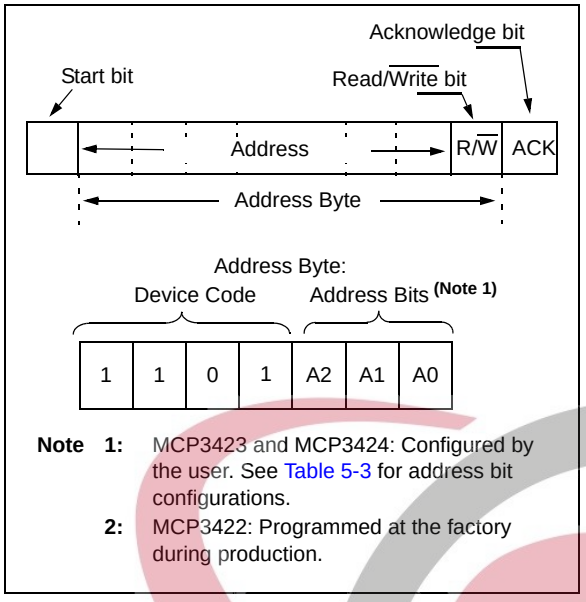
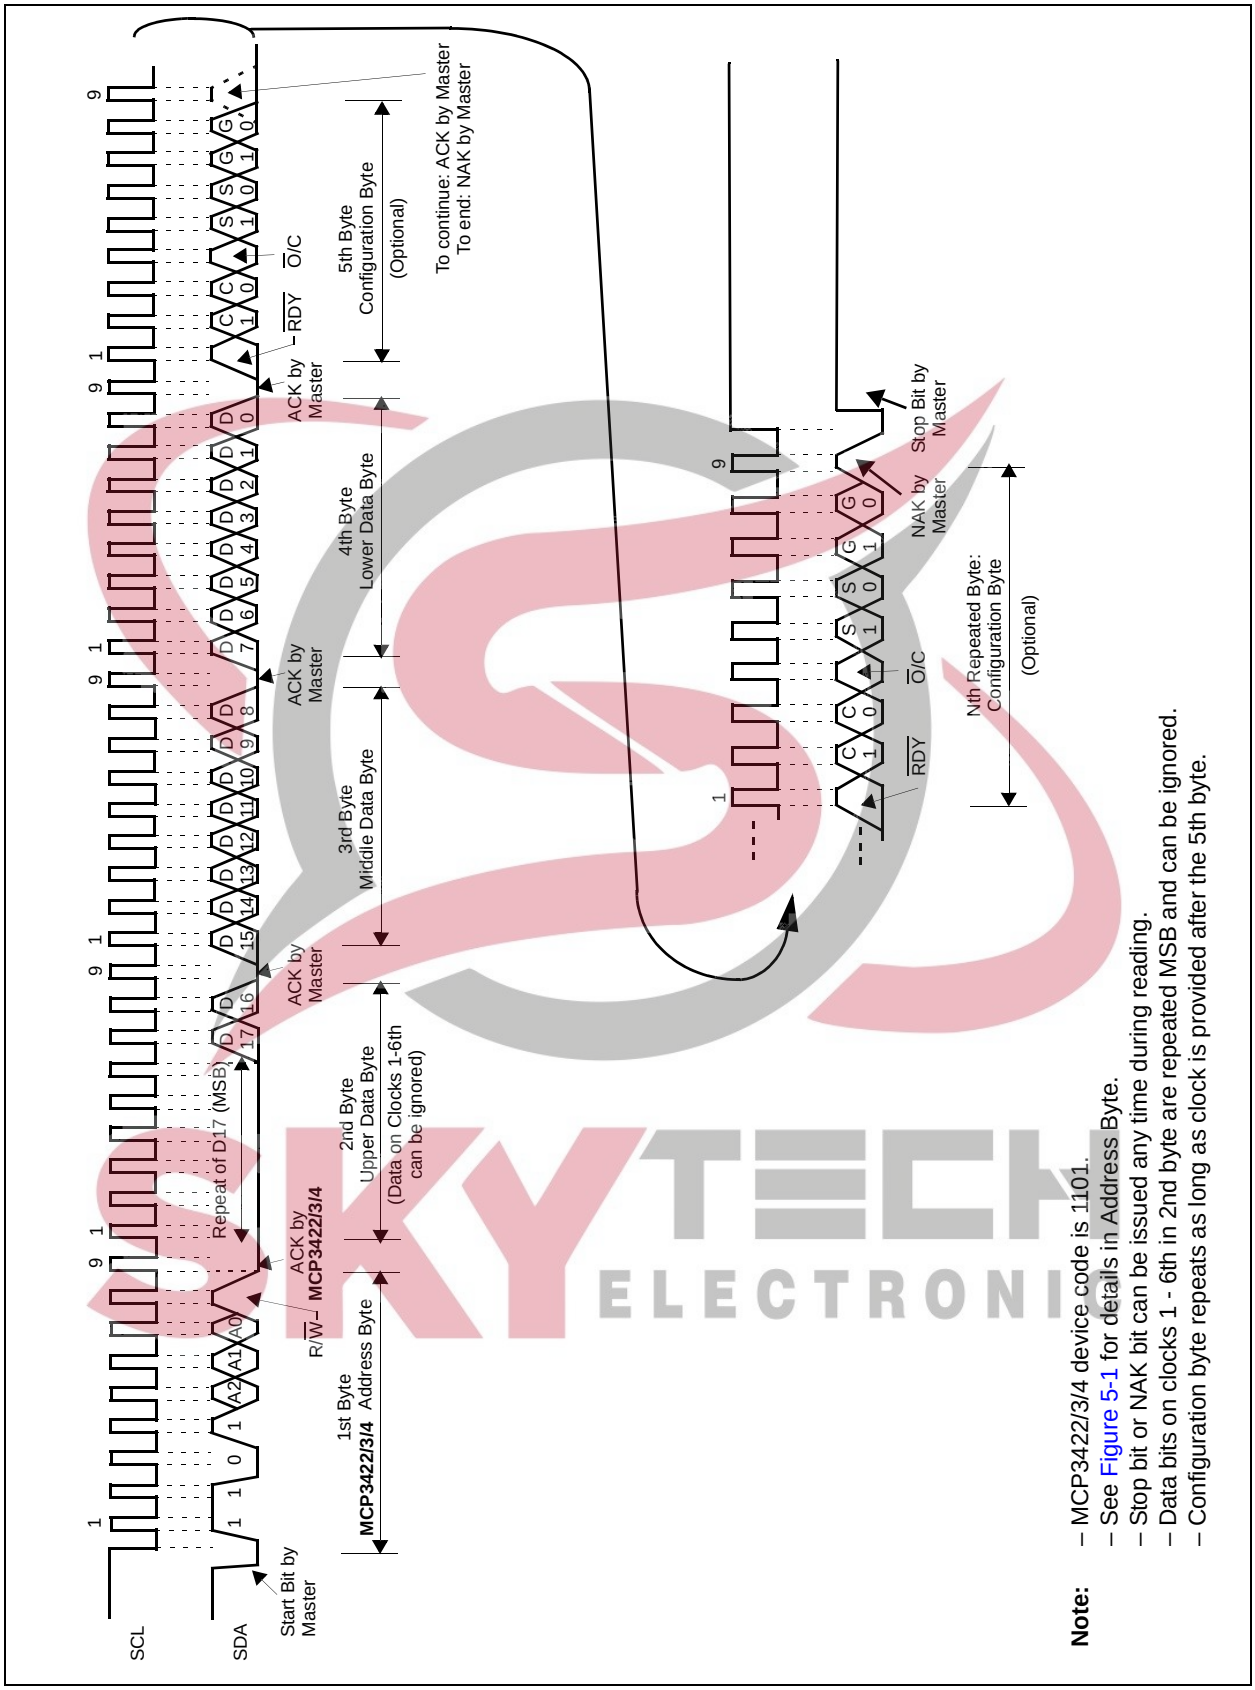
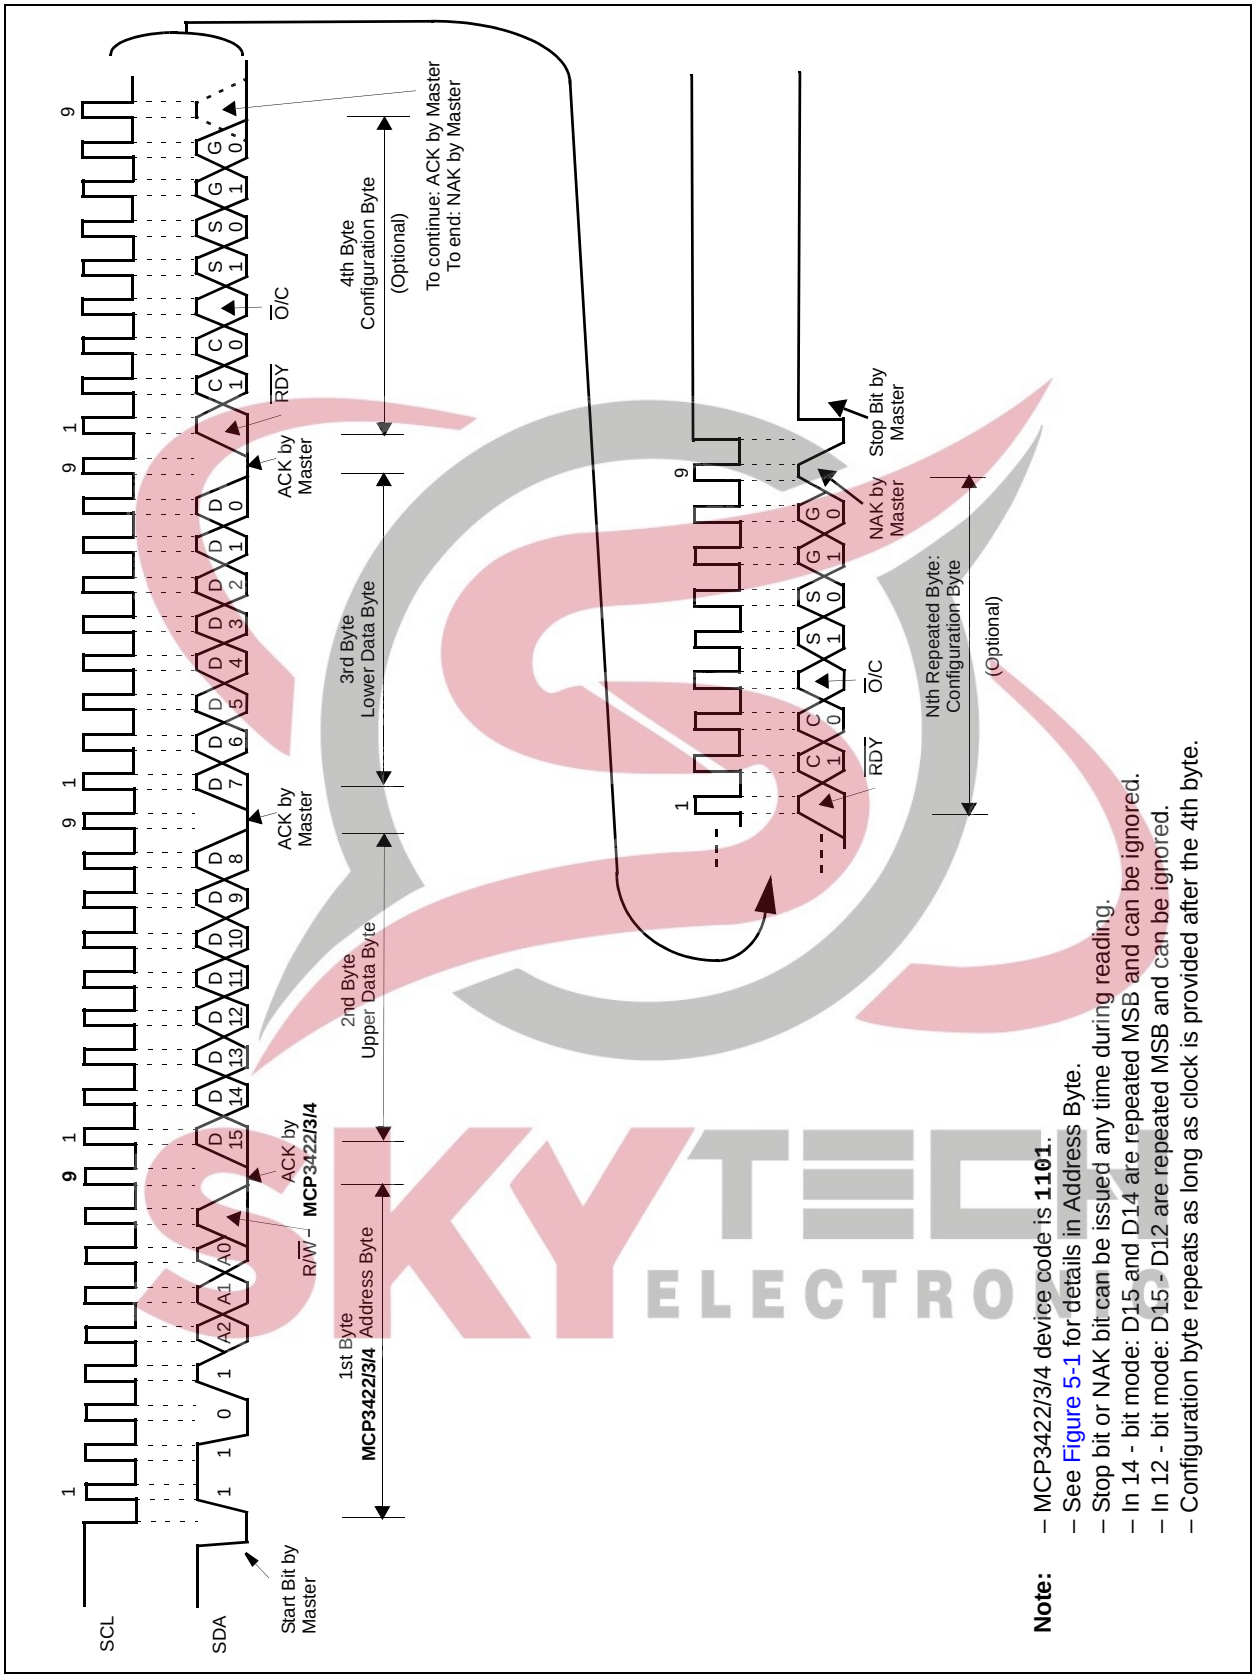

FIGURE 5-1: *Address Byte.*
FIGURE 5-4: *Timing Diagram For Reading From The MCP3422/3/4 With 18-Bit Mode.*
FIGURE 5-5: *Timing Diagram For Reading From The MCP3422/3/4 With 12-Bit to 16-Bit Modes.*
Figure 5-4 and Figure 5-5 show the examples of reading the conversion data. The user can rewrite the configuration byte any time for a new setting. Table 5-1 and Table 5-2 show the examples of the configuration bit operation.
The first byte after the START bit is always the address byte of the device, which includes the device code (4 bits), address bits (3 bits), and R/W bit. The device code for the devices is **1101**, which is programmed at the factory. The I²C address bits (A2, A1, A0 bits) for the MCP3423 and MCP3424 are user configurable and determined by the logic status of the two external address selection pins on the user's application board (Adr0 and Adr1 pins). The Master must know the Adr0 and Adr1 pin conditions before sending read or write command. Figure 5-1 shows the details of the address byte.
Figure 5-1 shows the address byte. Figure 5-3 through Figure 5-5 show how to write the configuration register bits and read the conversion results.
– See Figure 5-1 for details in Address Byte.
Figures 5-4 and 5-5 show the timing diagrams of the reading.